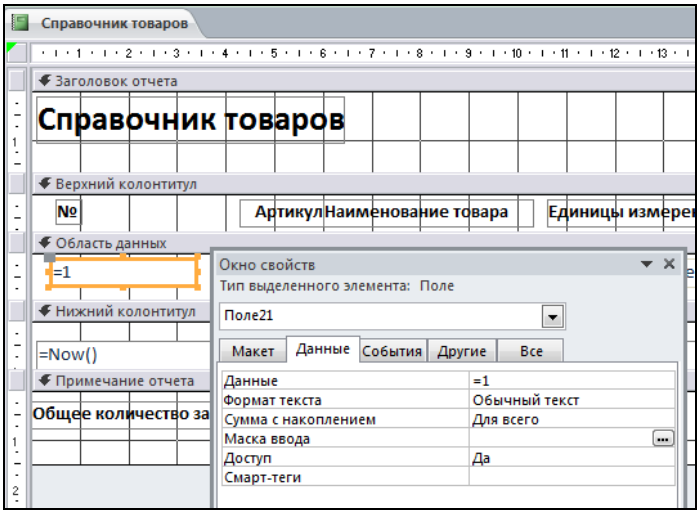

Рис. 5.9. Просмотр свойств поля
11. В строке *Данные* записывается номер, с которого будет начинаться нумерация. В строке *Сумма с накоплением* устанавливается *Для всего*, чтобы номера автоматически увеличивались на единицу для всех записей отчета (рис. 5.9).